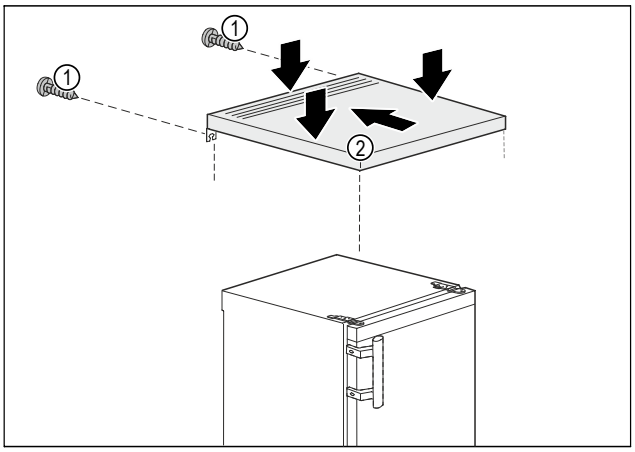

Fig. 4
▶ Lägg topplatta *Fig. 4 (2)* på skåpet.
▶ Skjut topplatta *Fig. 4 (2)* bakåt.
▶ Tryck till topplatta *Fig. 4 (2)* baktill.
▶ Skruva fast skruvarna *Fig. 4 (1)* på baksidan.
▷ Topplatta *Fig. 4 (2)* har monterats.